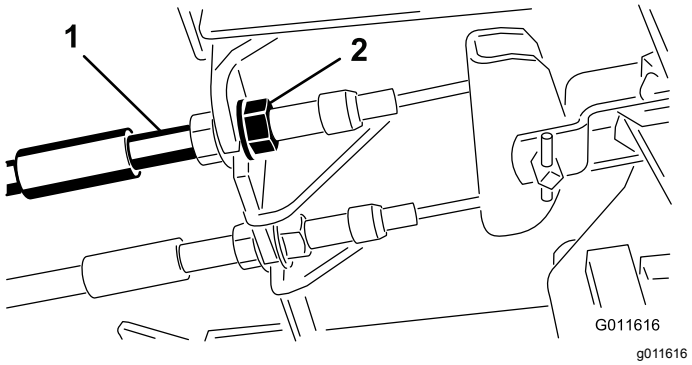

Figur 87
1. Hvis du vil redusere frigangen til bremsepedalene, strammer du bremsene ved å løsne den fremre mutteren på bremsekabelens gjengeende (Figur 87).